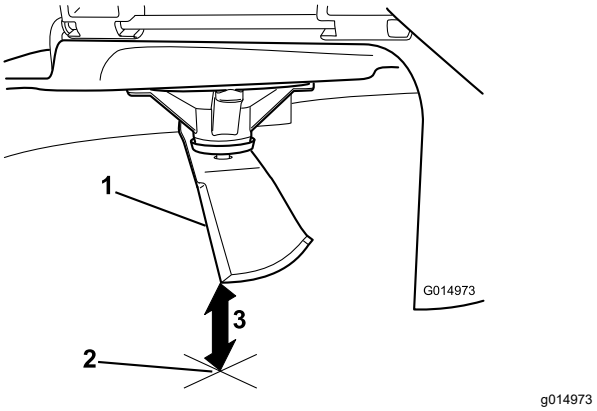

**Figuur 75**
3. Meet de afstand tussen het uiteinde van het mes en de vlakke ondergrond (Figuur 75).